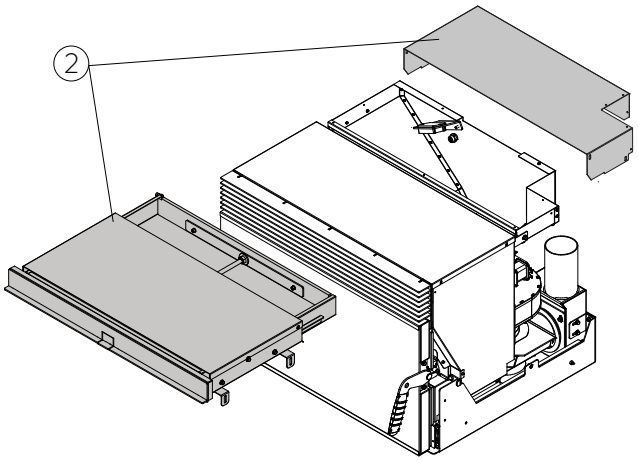

fig. 6.4.2
B) Tiroir de chargement avant pour version sortie d'air frontale « 2 » (Fig. 6.4.2)